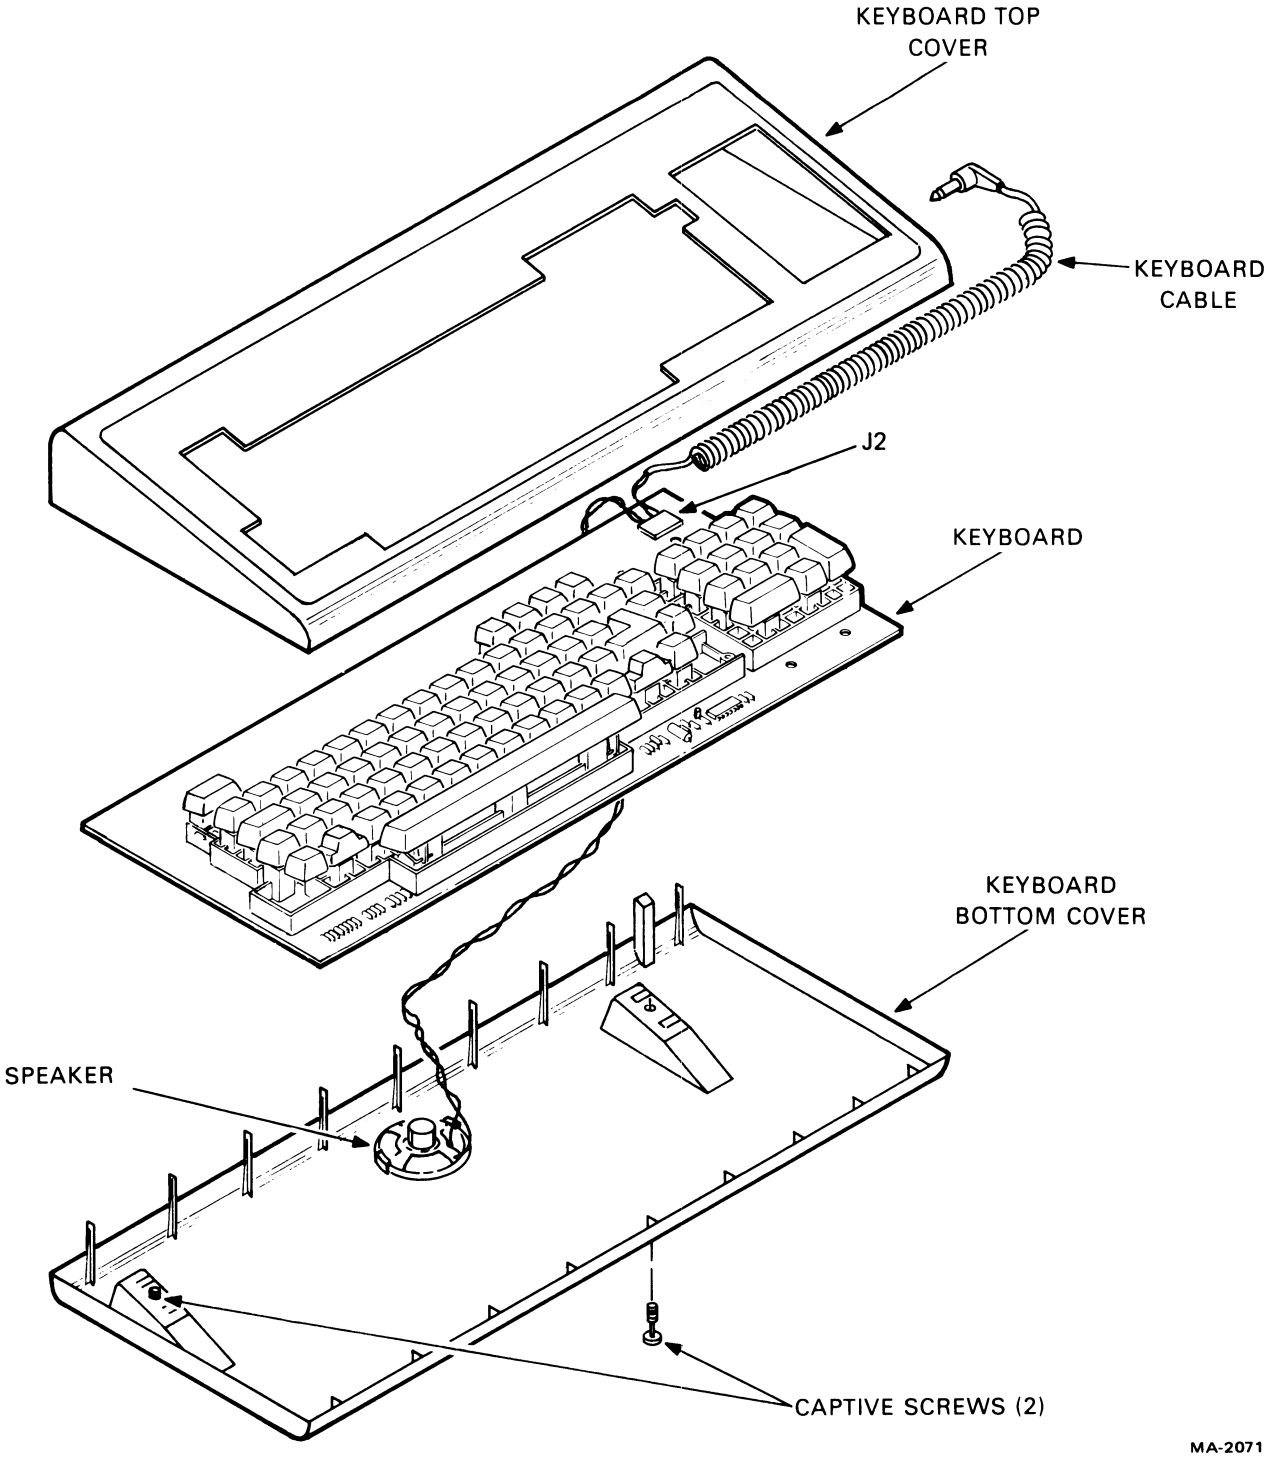

Figure 5-10 Keyboard Disassembly
4. Use a blade-type screwdriver to loosen the captive screws holding the keyboard together (Figure 5-10).